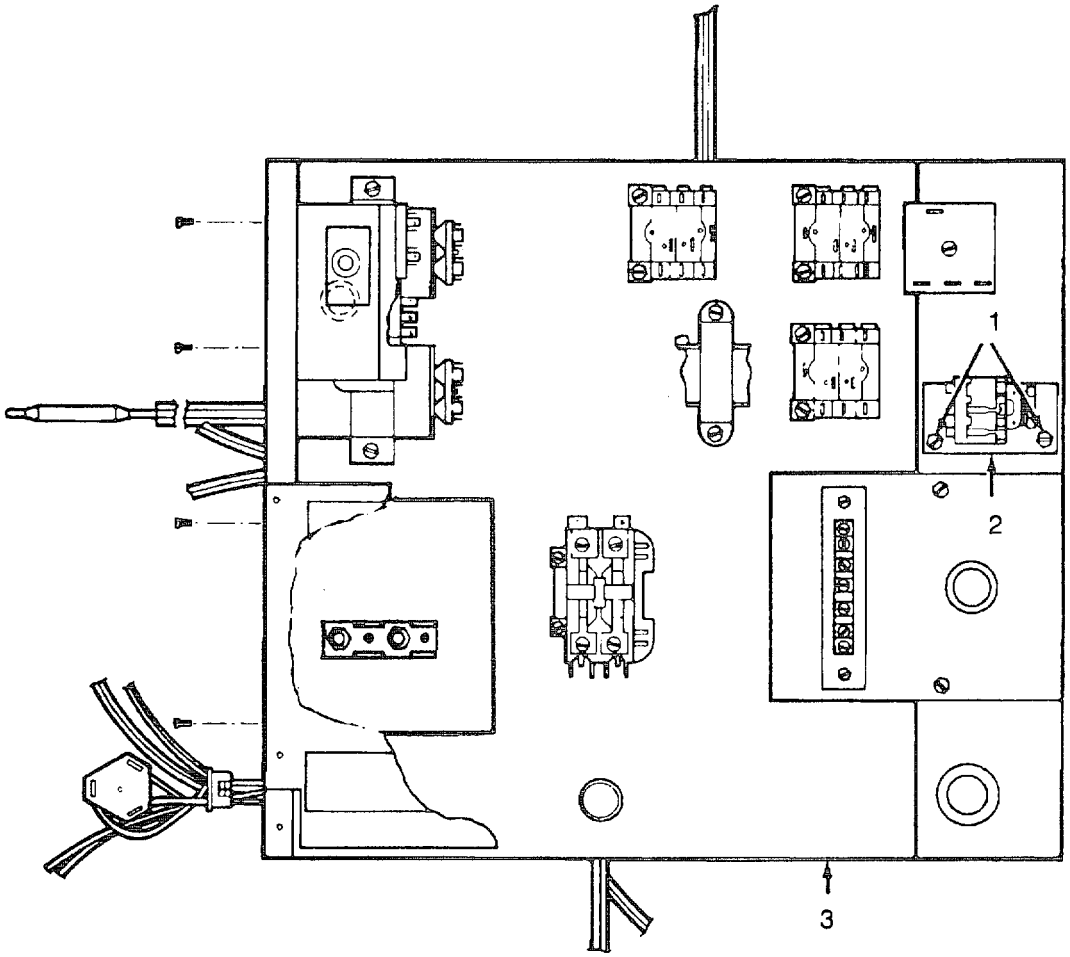

Figure 4-24. Lockout Relay
(1) Check the two screws (1, Figure 4-24) attaching the lockout relay (2) to the control box (3). Tighten if required.
(2) Install the control box cover. See para 4-23.
(3) Install both front door assemblies. See para 4-17.
(1) Check the lockout relay (2, Figure 4-24) with a multimeter. The multimeter should show the relay opening and closing as you manually open and close the contact points.
(1) Tag and disconnect all wires to the lockout relay (2, Figure 4-24).
(2) Remove the two screws (1) from the lockout relay (2) and pull the lockout relay out of the control box (3).
(1) Install the lockout relay (2, Figure 4-24) In the control box (3) with the two screws (1).